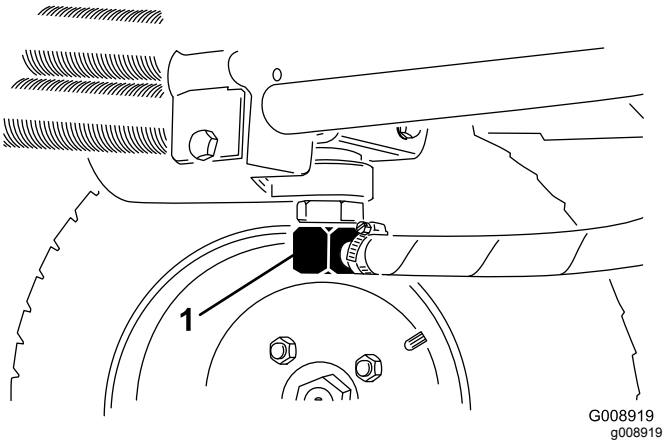
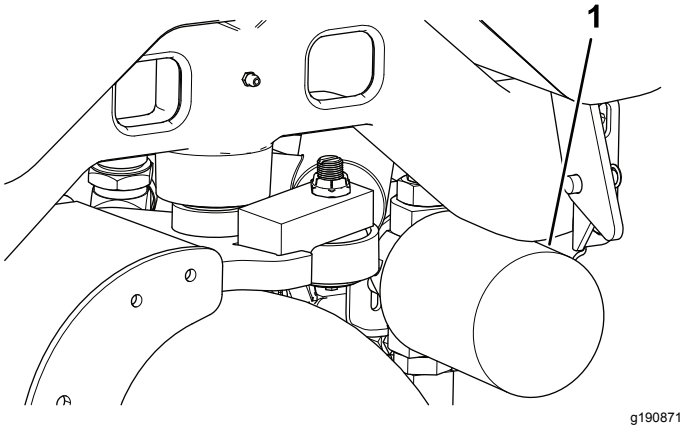

Figur 73
Figur 74
2. Koble fra hydraulikkledningen (Figur 73) eller fjern det hydrauliske filteret, (Figur 74) og la den hydrauliske oljen renne ned i et tappefat.
4. Plasser et tappefat under filteret (Figur 74), og ta ut filteret.